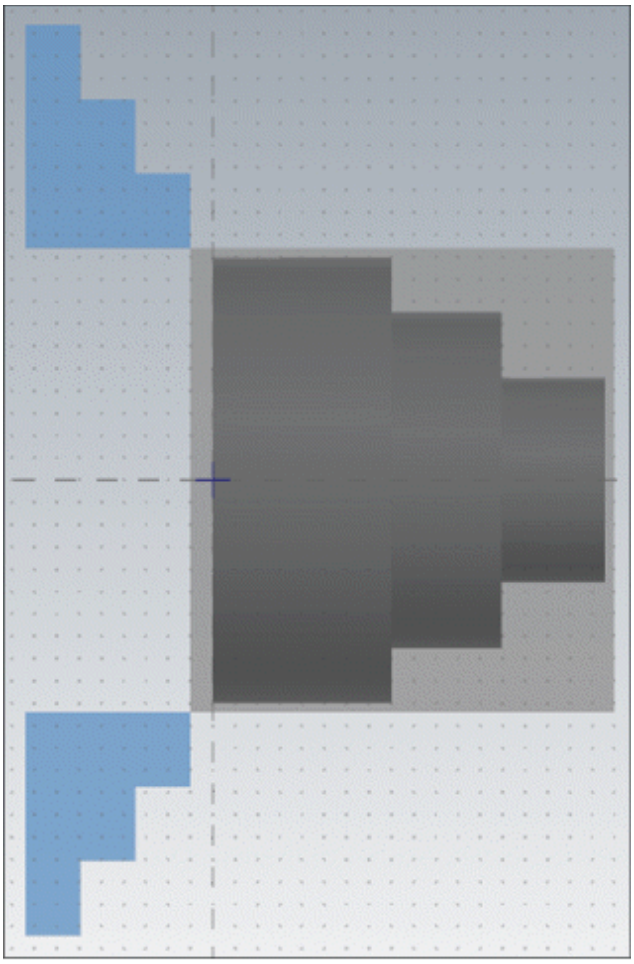

Figure-22. Shaded stock and jaws
- Select the **Shade boundaries** check box from the bottom in the dialog box to display the stock, jaws, and other components as shaded; refer to Figure-22.